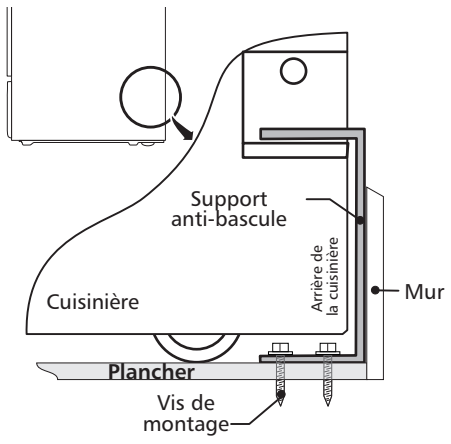

Figure 12
4. Enlevez le gabarit et placez le support anti-bascule sur le plancher. Alignez les trous dans le support anti-bascule avec les trous tracés sur le plancher et fixez avec les 4 vis fournies. Le support anti-bascule doit être fixé sur un plancher solide (Figure 12). Si vous les fixez à un plancher en béton, percez d'abord des trous pilotes de 3/16" (0,5 cm) de diamètre à l'aide d'un foret à maçonnerie.
6. Replacez la cuisinière en la faisant glisser, en vous assurant que la patte centrale est bien agrippée au support anti-bascule (Figure 12). Abaissez l'appareil en ajustant les vis et les dispositifs de nivellement jusqu'à ce que le dessous de la surface vitrifiée touche à peine le dessus du comptoir. Référez-vous à la section Mise à niveau de la cuisinière.